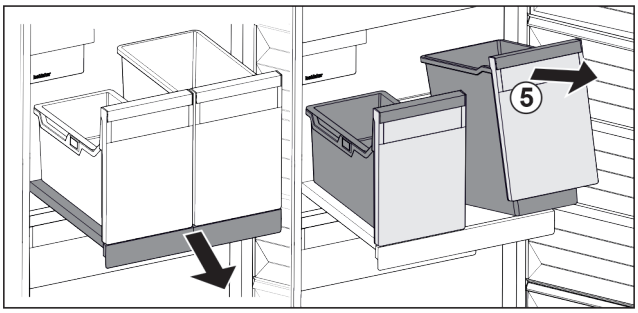

Fig. 28
- ▶ Приподнимите контейнеры *Fig. 28 (5)* спереди.